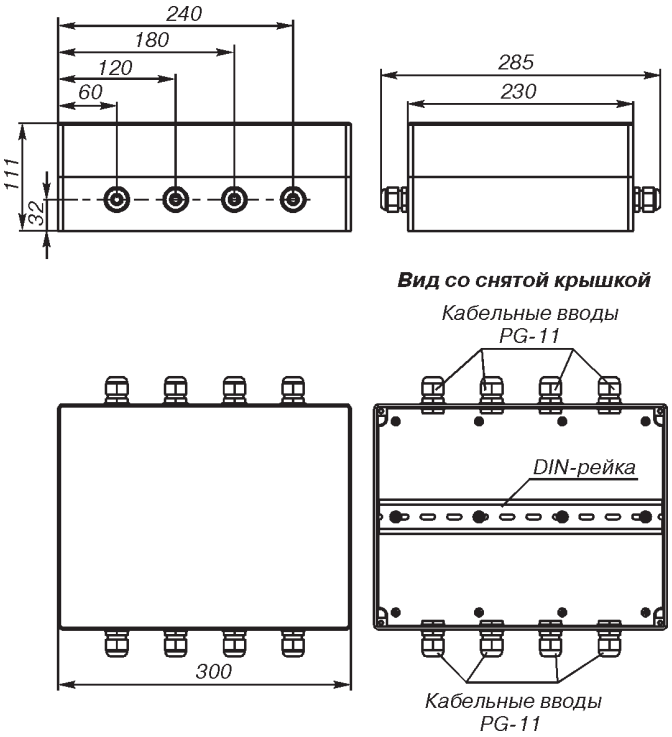
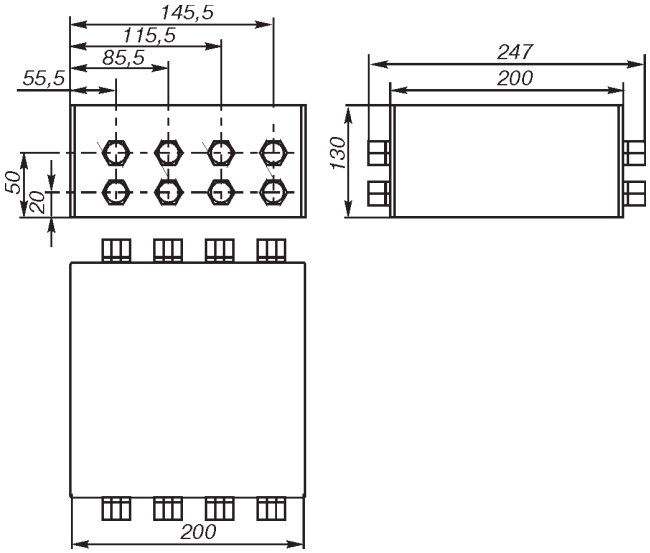

Рис.8. Корпус IP65 (box-1).
Рис.9. Корпус IP65 (box-2).
4. Поставка в комплекте с герметичным корпусом (указывается при необходимости): box1 - см. рис.8; box2 - см. рис.9. Количество и положение кабельных вводов может быть изменено по желанию Заказчика.